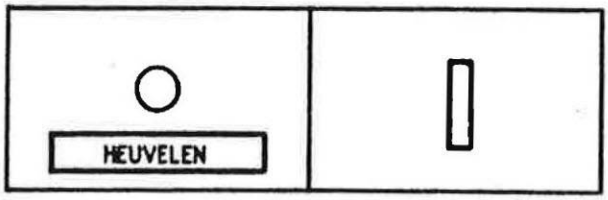

fig 43
5.5.2 De druktoets "HEUVELEN" is op het bedieningstableau aangebracht links naast de spoormeldingsvensters van de verdeelsporen. (zie fig 43)
5.5.3 Zodra het heuvelsein in de stand "opdrukken van rangeerdelen naar en over de heuvel toegestaan" komt gaat in het naast de druktoets "HEUVELEN" aangebrachte meldvenster geel licht branden (zie fig 43)